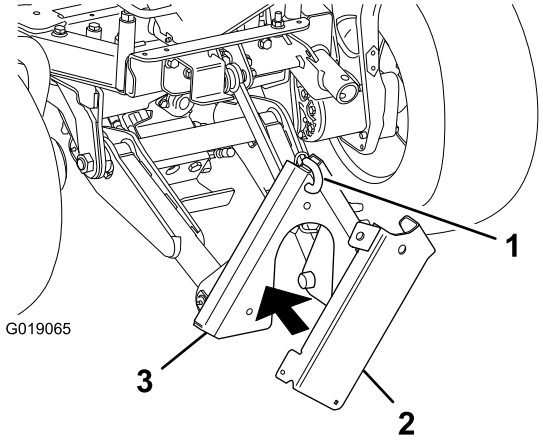

Figura 2
2. Retire o pino na parte superior do suporte do acessório frontal (Figura 2).
3. Mantenha o suporte de armazenamento do macaco contra o suporte do acessório frontal e prenda o suporte de armazenamento ao suporte do acessório frontal com o pino (Figura 2).